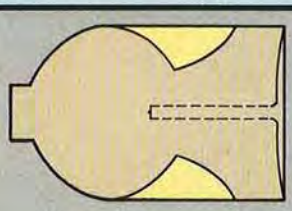

Figure 4
**2** Readjust your tool rest, and start on the opposite side of Line 1, making cuts toward the neck end (Line 2) as shown in Photo E and Figure 4 to form the top of the base. To accomplish this, shift the tool to the right hand and stabilize the tool shaft on the tool rest with the left hand. After making the cuts to roughly shape the arc, make final continuous arced-cuts to create the smooth shape shown in Photo E.